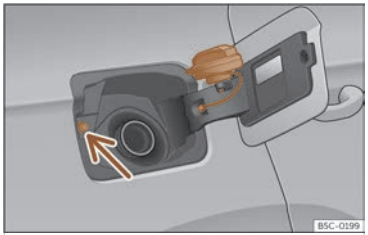

Fig. 214 Fuel tank flap with tank cap attached.
- Place it in the space on the hinge of the open flap ››› Fig. 214.
Avoid touching the fuel tank flap lock button ››› Fig. 214 (arrow). The system will interpret that you have finished and cannot continue refuelling. Press the button on the driver's door again to continue.